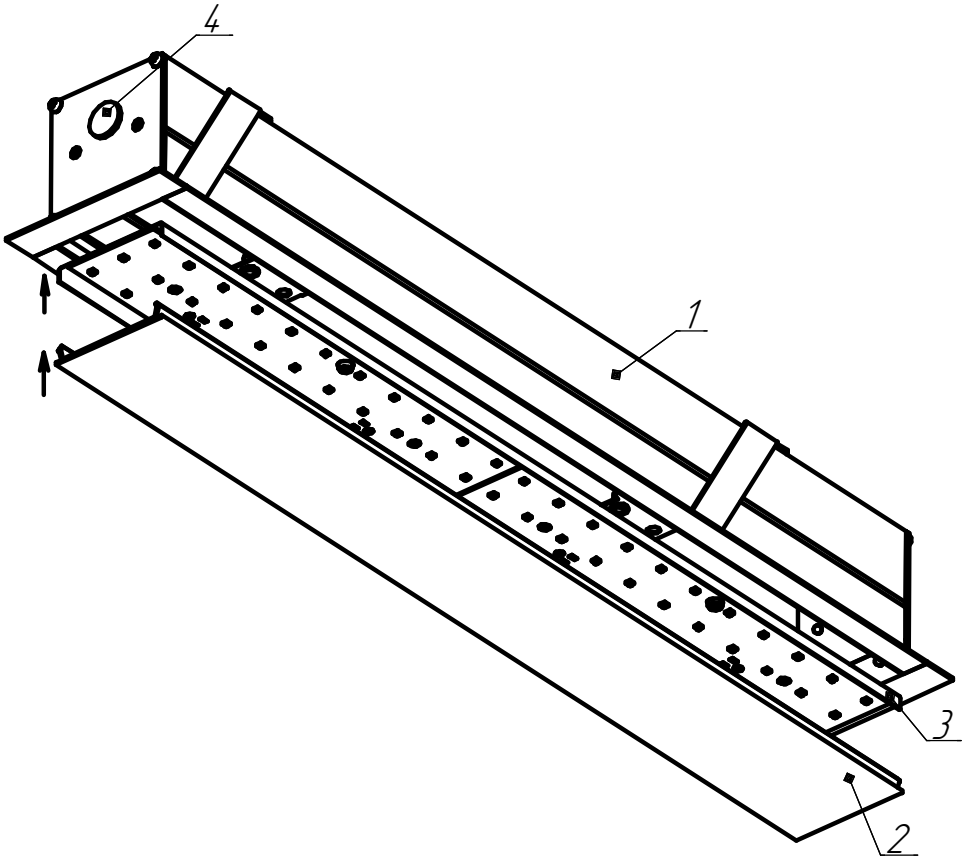

Рисунок 7 - Установка панели и рассеивателя в светильник ДВО02
6.8 После подключения светильника к сети необходимо обратно установить панель и рассеиватель (см. рисунок 7).